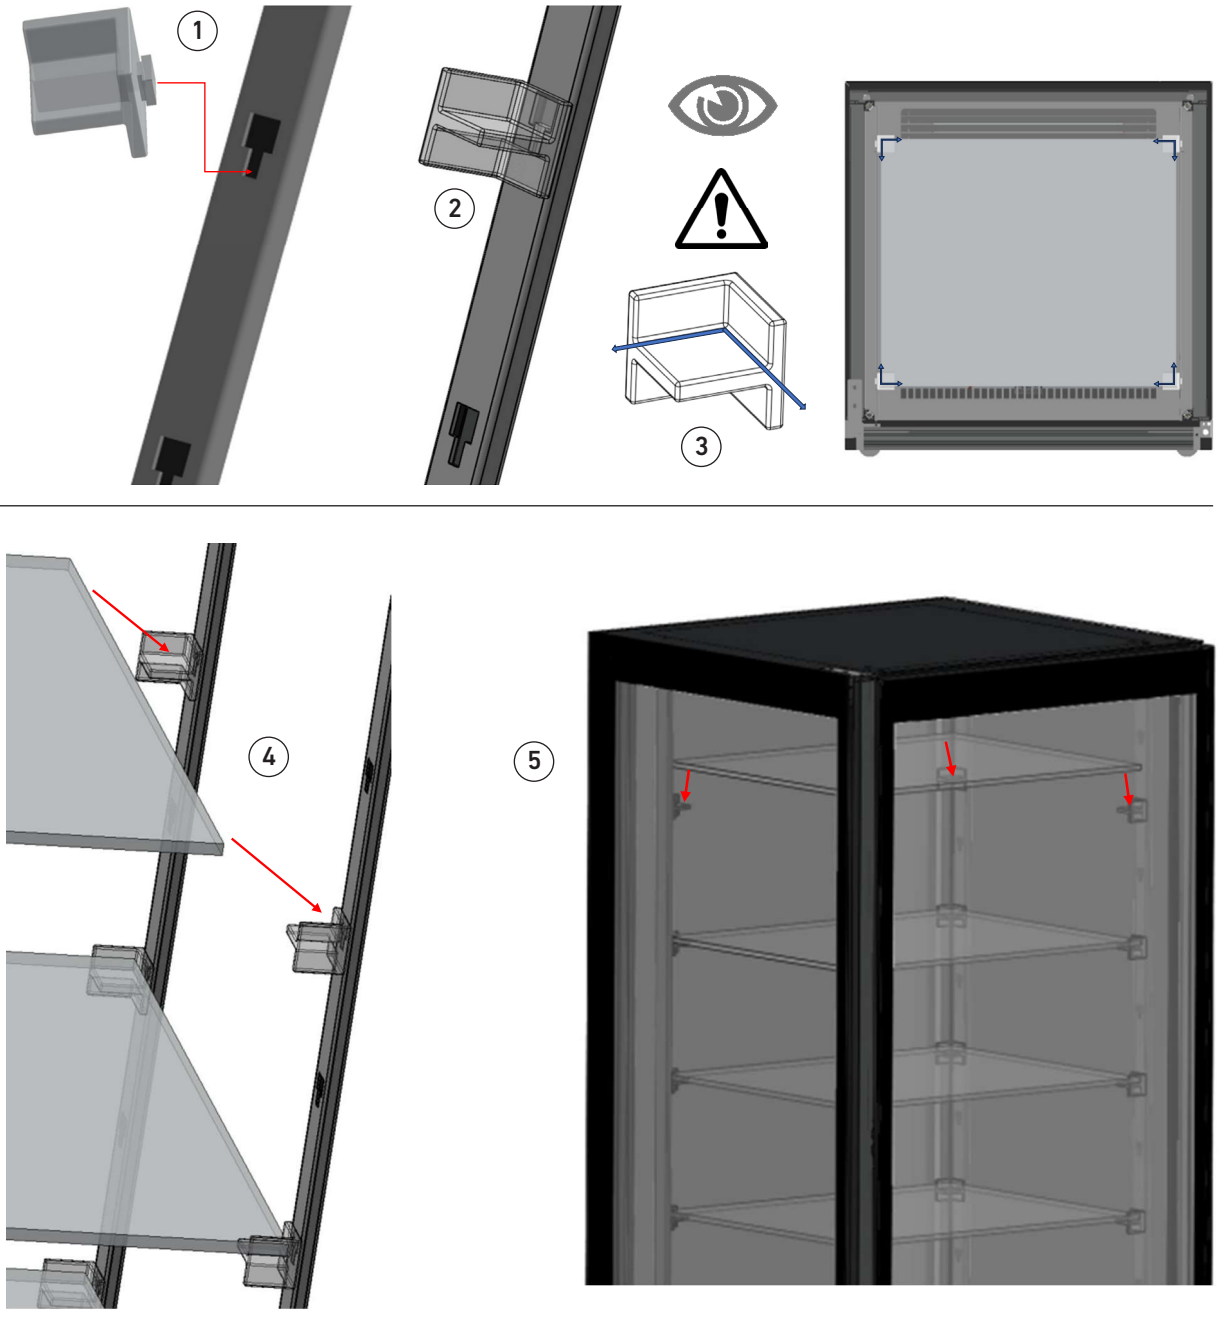

fig. 14
- Inserire e fissare i supporti nelle apposite sedi ad incastro sui montanti (fig.14 part.1-2).
- Controllare che i 4 supporti siano orientati in modo da accogliere il ripiano nei 4 angoli, una volta in appoggio (fig.14 part.3-4).
- Posizionare tutti i ripiani alle altezze desiderate (fig.14 part.5).